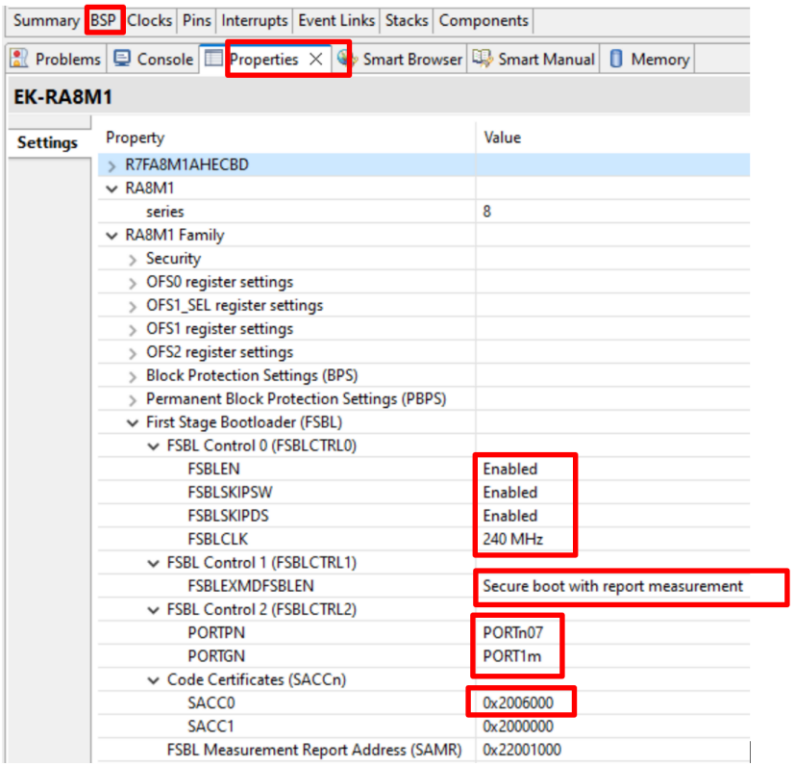

図 4. FSBL の Setting
ブートに失敗すると、FSBLCTRL2 レジスタで Setting されたポートに“High”出力され(図 4 を参照)、MCU は CPU スリープモードに移行します。例えば、図 4 では P107 ピンがセキュアブート失敗時に”High“を出力するピンとして選択されています。このピンはボード上の赤色の LED を制御し、ブートシーケンスが失敗すると LED を点灯します。
- フラッシュ内のコード証明書の場所は、SACC0 レジスタ、SACC1 レジスタで指定する必要があります。SACC0 レジスタは、デュアルバンクモードで下位バンクがバンク 0 の場合、またはリニアモードで起動領域がデフォルトブロック(ブロック 0)の場合に、コード証明書の開始アドレスを指定します。SACC1 レジスタは、デュアルバンクモードで下位バンクがバンク 1 の場合、またはリニアモードで起動領域が代替ブロック(ブロック 1)の場合に、開始アドレスを指定します。SACCx レジスタ Setting は、RA スマートコンフィギュレータと FSP ボードサポートパッケージ(BSP)によって処理されます。図 4 に Code Certificate プログラミングの位置を示しています。特定のアプリケーションでは必要に応じて調整してください。